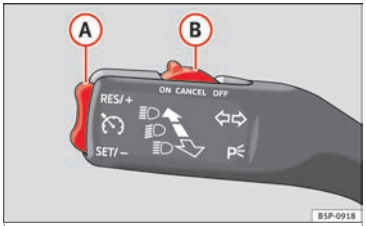

Fig. 136 Turn signal and main beam headlight lever: switch and rocker switch for the cruise control.
– Press the lower part **SET/-** of the rocker switch ››› **Fig. 136** (A) once briefly when you have reached the speed you wish to set.
– Press the upper part **RES/+** of the rocker switch ››› **Fig. 136** (A) to increase the speed. The vehicle will continue to accelerate as long as you keep the rocker switch pressed. When you release the switch, the new speed is stored.
– Press the lower part **SET/–** ››› **Fig. 136** (A) of the rocker switch to reduce the speed. The vehicle will automatically reduce its speed for as long as you keep the switch pressed. When you release the switch, the new speed is stored.
Cruise control is switched off if you reduce speed by depressing the brake pedal. You can reactivate the control by pressing once on the upper part of the rocker switch **RES/+** ››› **Fig. 136** (A).